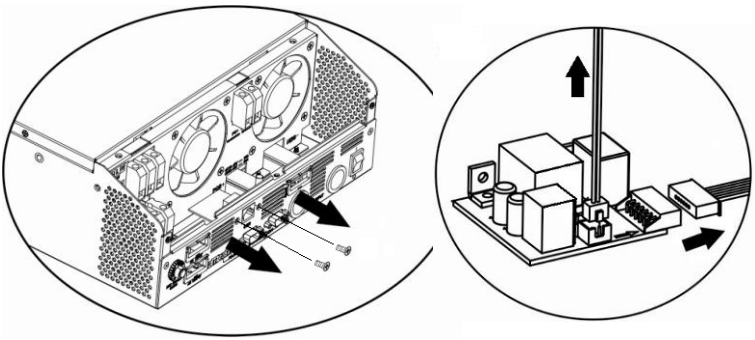

Abb. 6-3 Entnahme der Kommunikationskarte.
- Schritt 1, lösen Sie die beiden Schrauben wie nachfolgend gezeigten Abbildung (Abb. 6-3) und entfernen die Kommunikationskarte. Dafür müssen die beiden Verbindungskabel abgezogen werden. Kennzeichnen Sie das Kabelpaar, denn diese müssen später wiederverbunden werden.